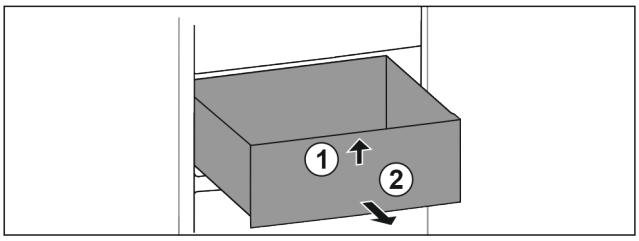

Fig. 137
▶ Sollevare il cassetto dal davanti. *Fig. 137 (1)*
▶ Rimuovere il cassetto tirandolo in avanti. *Fig. 137 (2)*